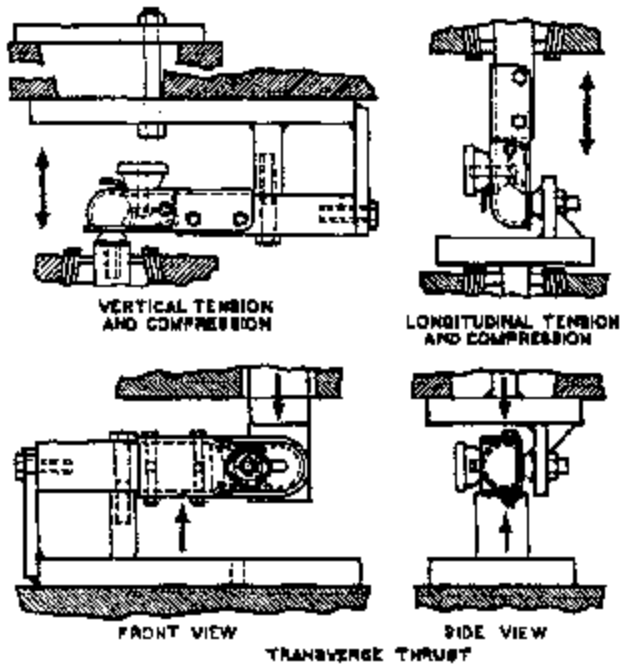

FIGURE 1—TYPICAL TRAILER COUPLING TEST FIXTURE ARRANGEMENT
5.6 Test Fixture—Basic drawings of typical test fixtures (Figure 1) for use in determining conformance of couplings to the minimum strength test load requirements of Table 2 are included in this document to promote uniformity in test results by various testing laboratories.